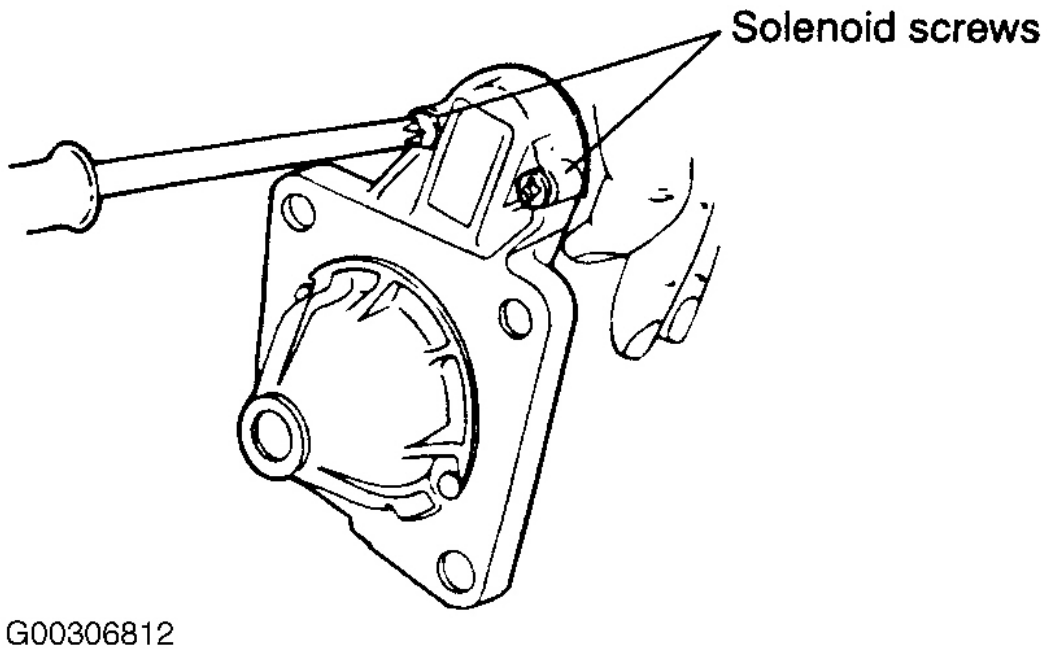

Fig. 13: Extracción de los tornillos de solenoide
3. Retirar los tornillos de solenoide y el interruptor magnético. Ver **La Fig. 13** .